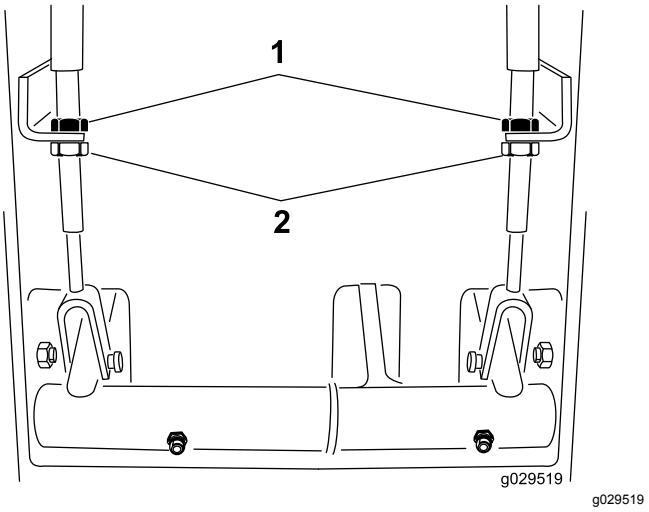

**Figur 69**
2. For at reducere bremsepedalernes frie vandring skal du løsne de forreste kontramøtrikker på bremsekablets gevindende (Figur 69).